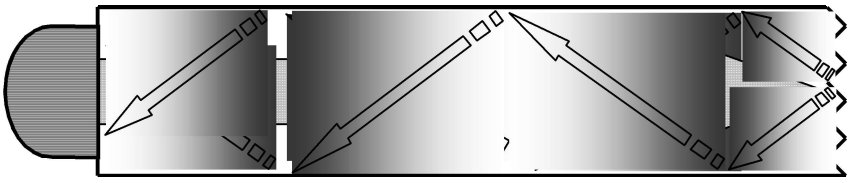

Figure 4 Rough reflective surface
- Rough reflecting bolt ends. As shown in Figure 4, if the reflecting end of the bolt is roug h or curved, most of the reflected energy will b e dispersed and a weak or distorted echo will be received.